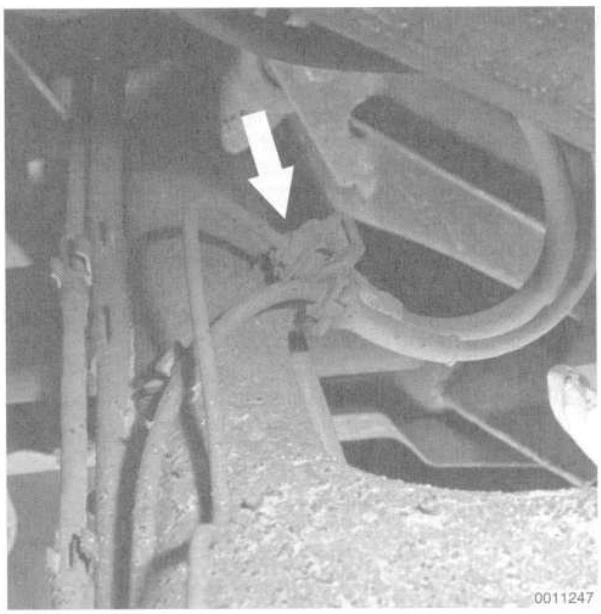

Fig. 13. Rear brake line union (**arrow**) on top of the trailing arm.
3. Disconnect the rear brake line at the union shown in Fig. 13. Drain the brake fluid or plug the line.